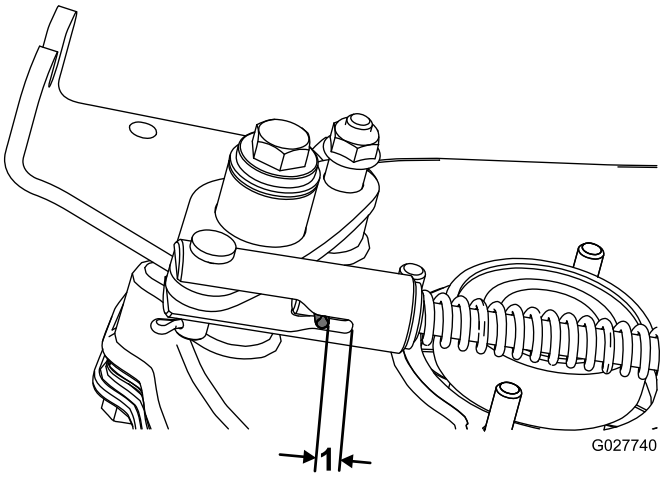

Figur 46
2. Mål afstanden fra valsetappen til enden af åbningen (Figur 46). Hvis afstanden er under 0,8 mm, skal du justere koblingen i henhold til trinnene nedenfor.
6. Indkobl traktionskontrollen, og mål afstanden mellem valsetappen og enden af åbningen (Figur 46). Afstanden skal være mellem 6 mm til 9,5 mm.